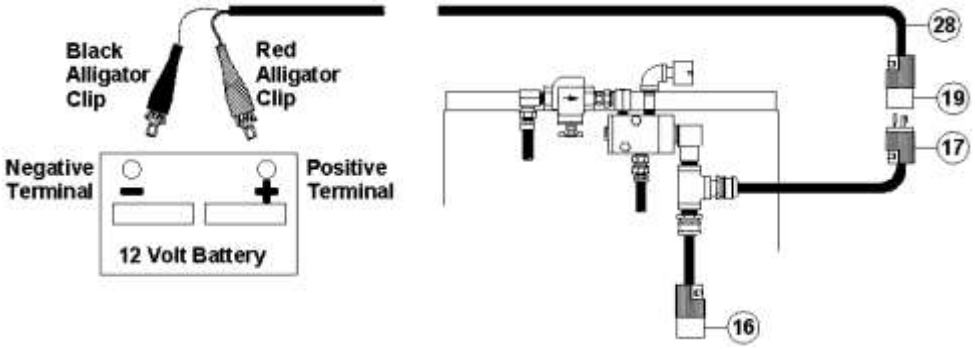

Figure 6.1 – Electric power connection
6.1.15. Connect the electric power cord alligator clips (#28) to the air compressor battery terminals or to another 12Vdc power source. See Figure 6.1.